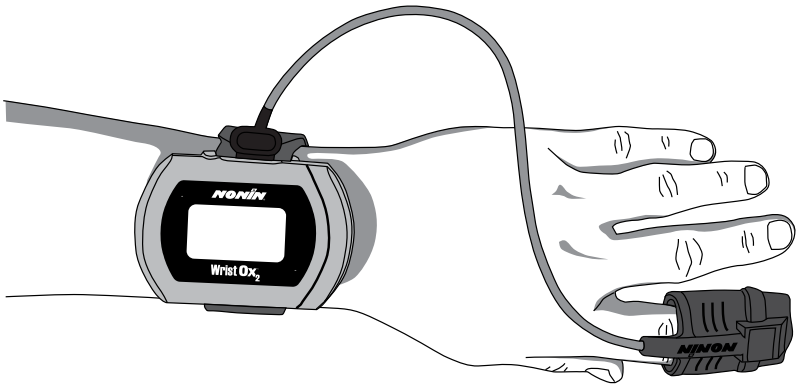

Figura 19: Applicare il sensore al paziente
7. Applicare il sensore al paziente (figura 19). Per istruzioni su applicazione corretta del sensore, avvertenze e precauzioni, fare riferimento alle Istruzioni per l'uso del sensore.